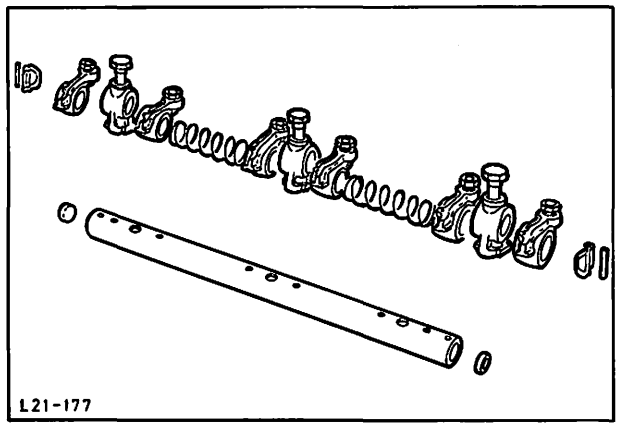

Abb. 257 Zerlegte Kipphebelachse „C"-Motor
2. Kipphebel, Kipphebelböcke und Federn abnehmen, Abb. 257/258. Festsitzende Kipphebelböcke mit Plastikhammer abschlagen.